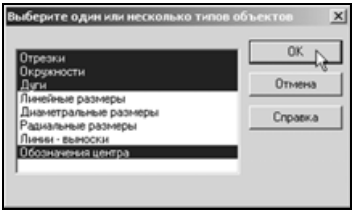

Рис. 6.88
- Нажмите на клавиатуре клавишу <Ctrl> и, удерживая ее, укажите в списке **Отрезки**, **Окружности**, **Дуги** и **Обозначения центра**. По мере указания типов, они будут выделяться цветом (рис. 6.88). Нажмите кнопку **OK**.